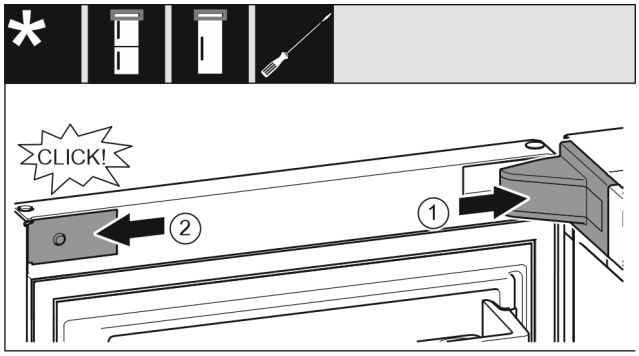

Fig. 25
- ▶ Lagerbokafdekking *Fig. 25 (1)* plaatsen en vastklikken, evt. voorzichtig uit elkaar drukken.
- ▶ Panelen *Fig. 25 (2)* aan de zijkanten plaatsen en vastklikken.